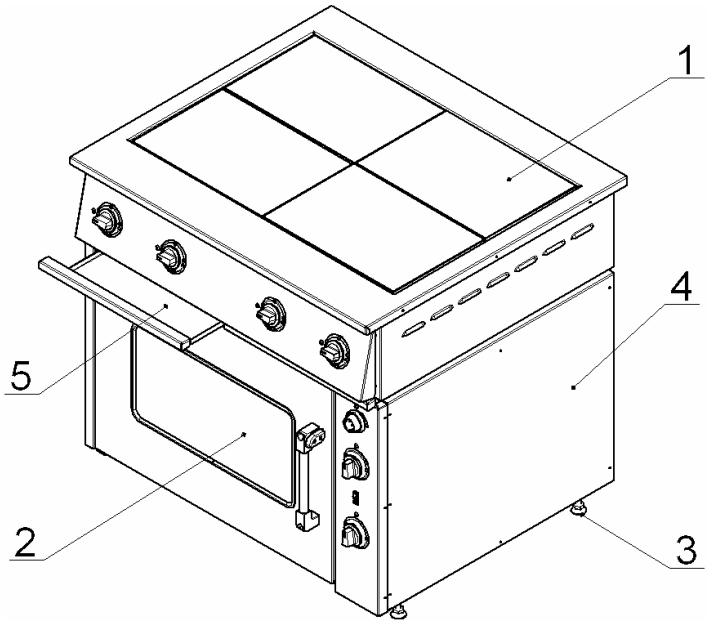
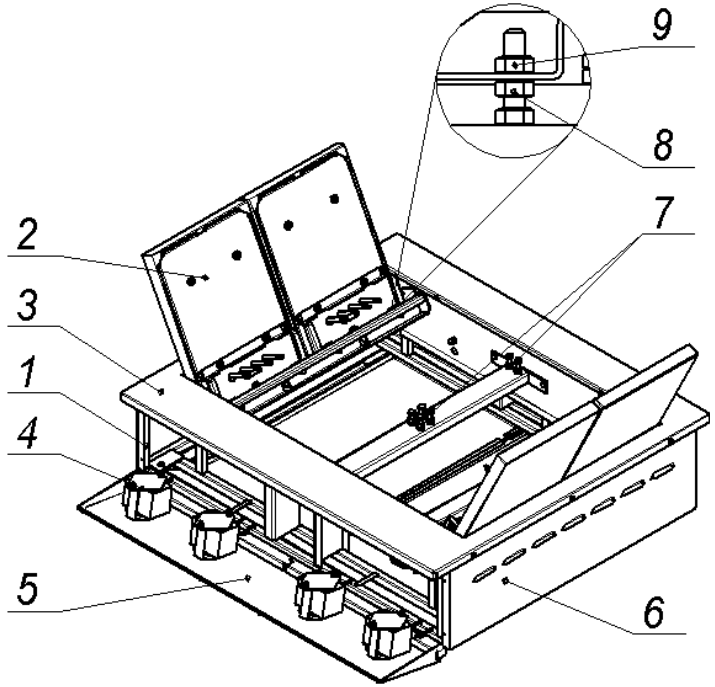
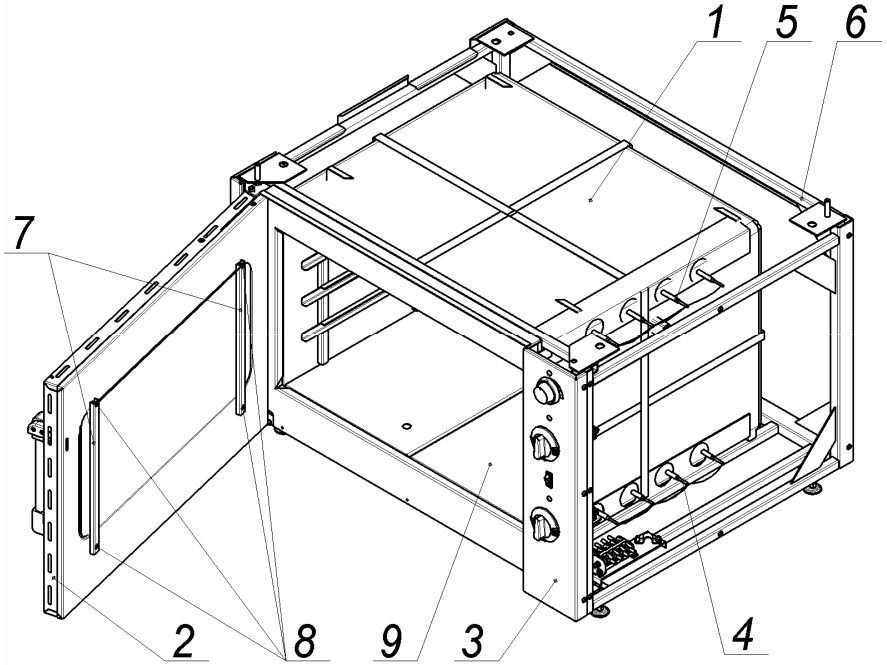
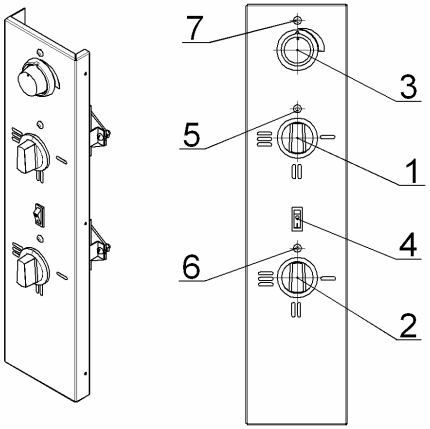

Рис.1
Рис. 2
Рис.3
Рис.4
Чтобы открыть приборную панель плиты, необходимо вынуть выдвижные поддоны (см. рис.1) и вывернуть винты крепления панели к каркасу плиты.
4.3 Собственно плита (рис.2) установлена на жарочный шкаф (рис.1. поз.2) и состоит из каркаса (поз.1), с закрепленными на нём конфорками (поз. 2), столом (поз.3), облицовочными (поз.6) и приборной панелью (поз.5).
4.3.3 Для обслуживания и санитарной уборки, плита оборудована (см. рис.1) выдвижными поддонами (поз.5), так же обеспечен (см. рис.2) свободный доступ к внутренним поверхностям плиты:
4.4 Жарочный шкаф состоит из тепловой (рабочей) камеры (рис.3 поз.1), закрываемой дверкой (рис.3, поз.2) и панели управления (рис.3, поз.3).
- Снять панель управления (рис.3, поз.3) или снять правую облицовочную панель (рис.1,поз.4);
- Снять панель управления (рис.3, поз.3) или правую облицовочную панель (рис.1, поз.4);
4.5 Приборы управления и светосигнальная арматура размещены (рис.4) на панели управления (рис.3 поз.3), которая расположена с правой стороны шкафа.
4.5.1 Ступенчатое регулирование мощности верхних и нижних ТЭНов осуществляется установкой ручек переключателей (поз.1 и 2) в фиксированные положения, обозначенные на панели управления символами **I, II и III,** что соответствует режимам нагрева ТЭНов: слабый, средний и сильный. При этом, мощность ТЭНов изменяется следующим образом: 0,75 – 1,5 – 3,0 кВт. Отключение ТЭНов производится установкой ручек переключателей в положение «0» (напротив сигнальных ламп рис.4, поз.5 и 6).
Установка и автоматическое поддерживание необходимой температуры (от 50 до 300^{0}С) в камере осуществляется терморегулятором (рис.4, поз.3).
Переключатели верхних и нижних ТЭНов, а также терморегулятор снабжены сигнальными лампами (рис.4, поз.5, 6 и 7).
7.4 Установите (по часовой стрелке) лимбом терморегулятора (рис.4, поз.3) температуру в камере шкафа, предусмотренную технологией приготовления продукта (должна загореться сигнальная лампа рис.4. поз.7).
7.5 Установите ручки переключателей (рис.4, поз.1 и 2) верхних и нижних ТЭНов в положения **I**, **II** или **III** (должны загореться сигнальные лампы рис.4, поз.5 и 6).